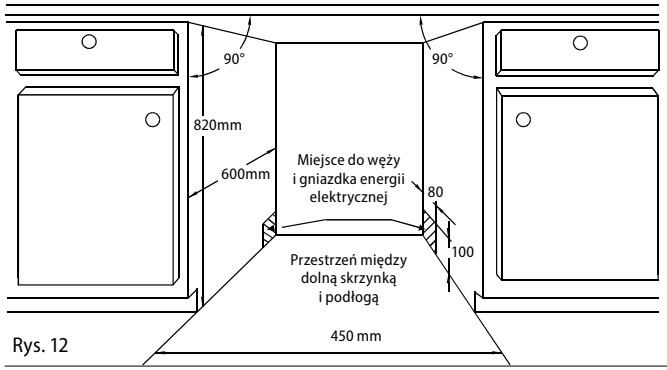

Rys. 12
- Wymiary do montażu urządzenia podano na Rys. 12.